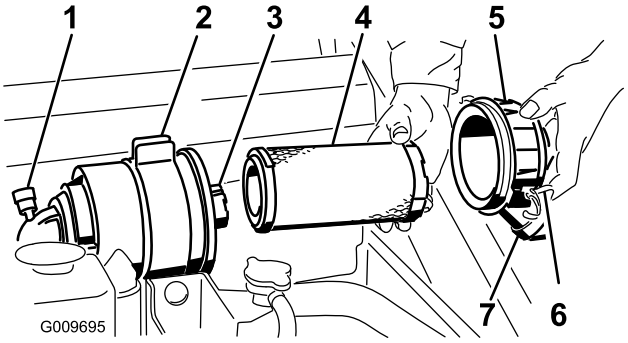

**Figur 33**
**Viktigt: Utför bara service på luftrenarfiltret när serviceindikatorn (Figur 33) är röd. Om du byter luftfiltret tidigare ökar risken för att smuts kommer in i motorn när filtret har avlägsnats.**
4. Lossa spärrhakarna på luftrenaren och dra av luftrenarkåpan från luftrenarhuset (Figur 33).
1. Dra försiktigt ut huvudfiltret ur luftrenarhuset (Figur 33). Undvik att knacka filtret mot sidan på luftrenarhuset.
4. Om du byter ut säkerhetsfiltret ska du försiktigt skjuta in det nya filtret i filterhuset (Figur 33).
5. Skjut försiktigt in huvudfiltret över säkerhetsfiltret (Figur 33). Kontrollera att det sitter ordentligt genom att trycka på filtrets yttre kant medan du monterar det.
6. Sätt tillbaka luftrenarkåpan med sidan med markeringen UP vänd uppåt och säkra spärrhakarna (Figur 33).